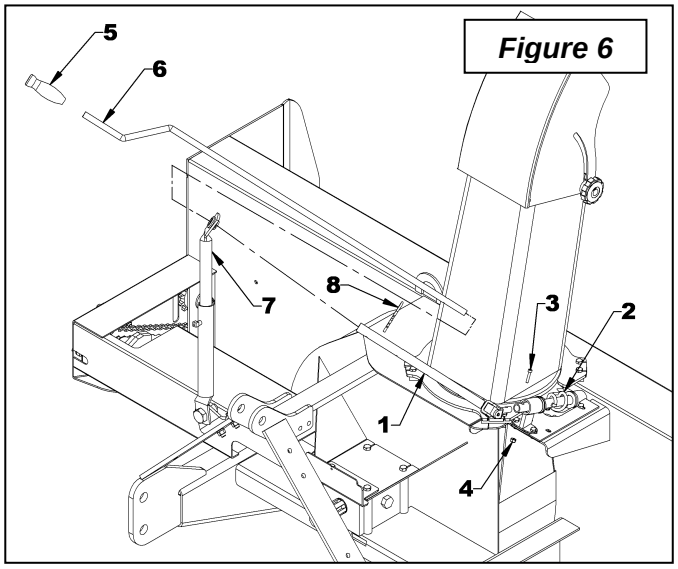

Figure 6
9. **Figure 6:** Install plastic handle (item 5) over the rotation handle (item 6).
10. **Figure 6:** Insert assembled rotation tube (item 1) inside the rotation worm assembly (items 2). Align holes and insert a 10-24NC x 1'' allen socket head capscrew (item 3) making sure the capscrew sinks into the worm. Secure with a nylon insert locknut (item 4). Adjust the height of the handle support according to your needs and shorten if necessary.
11. **Figure 6:** Insert the rotation handle (item 6) inside the grommet and inside the rotation tube (item 1). Select desired length, align nearest holes and secure with a 4mm x 80mm hairpin (item 8).
NOTE: To insure the manual rotation operates properly, the handle support (**fig.6**, item 7) must be positioned the closest possible to the top link mounting point of the three point hitch while making sure it does not come into contact with the operator's seat when the snowblower is fully raised.